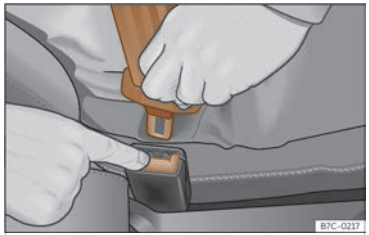

Abb. 19 Schlosszunge vom Gurtschloss lösen.
- Rote Taste im Gurtschloss drücken ››› **(Abb. 19)**. Die Schlosszunge springt heraus.